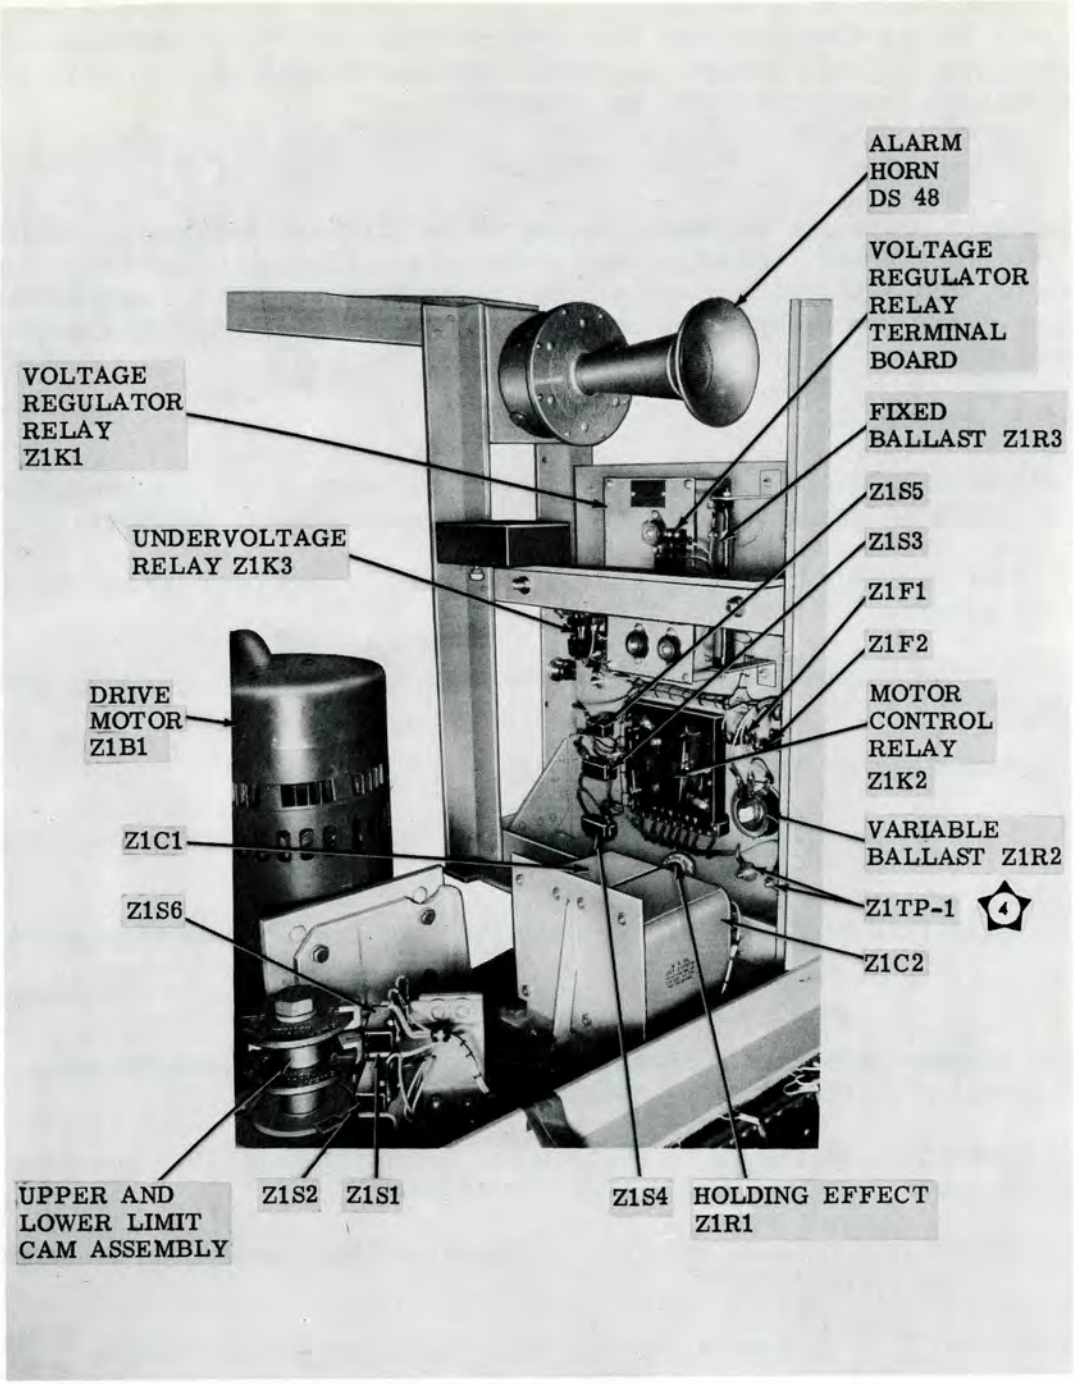
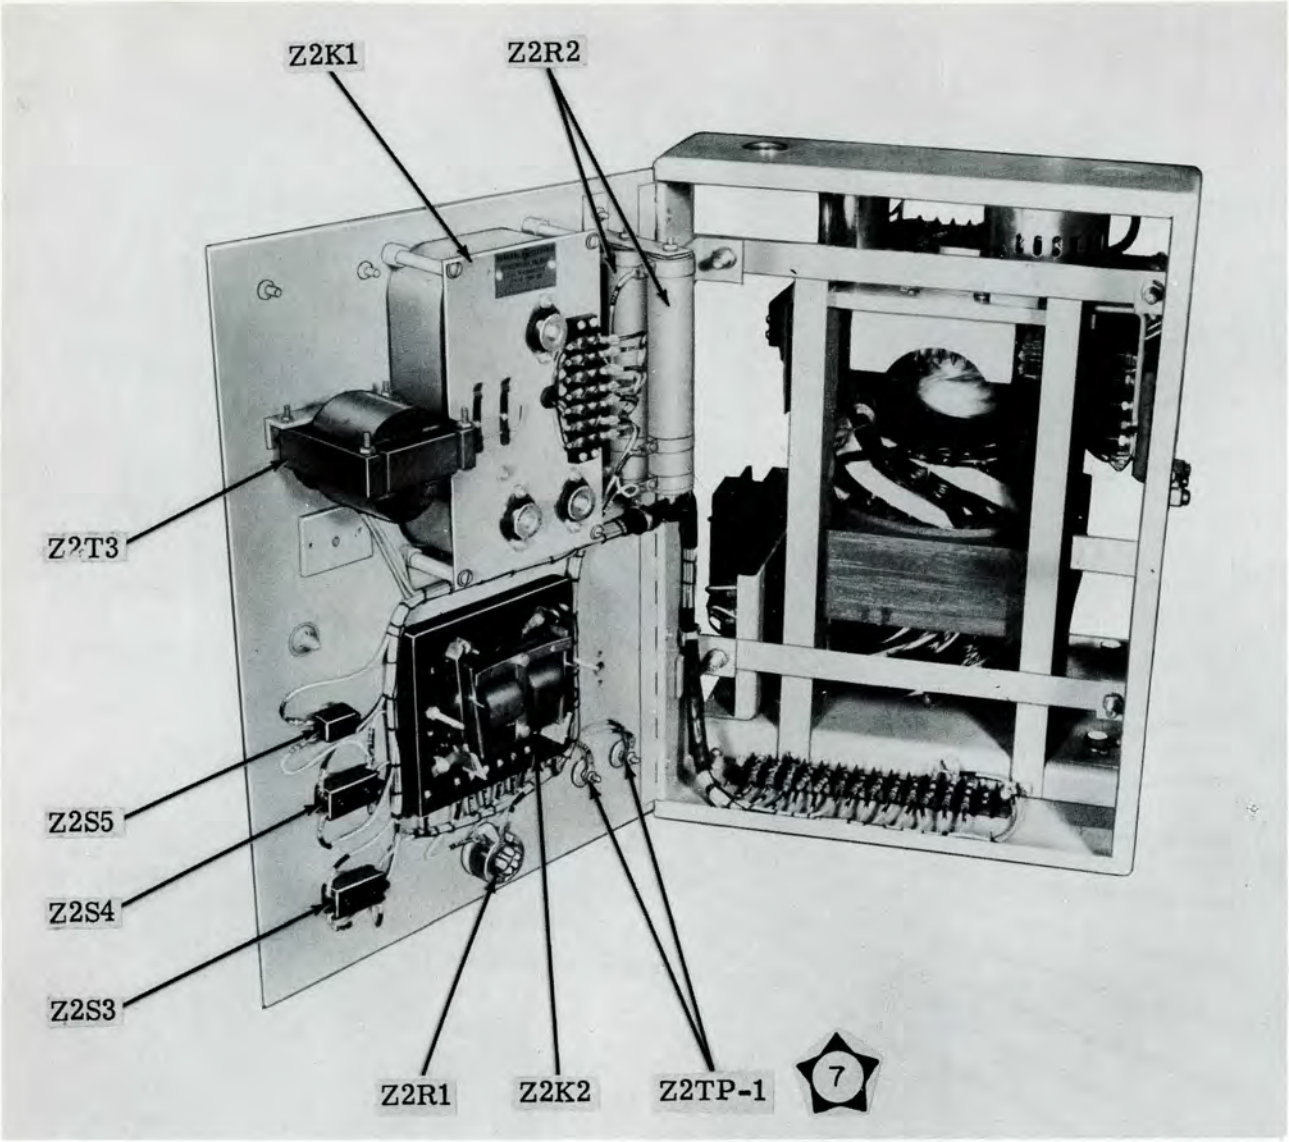

Figure 6-8. Components of Voltage Regulator Z1, Left Cabinet Section, Interior View
Figure 6-10. Components of Voltage Regulator Z2
(1) Every 30 days clean the regulator windings (figures 6-8 and 6-10) by blowing away the accumulated dust with a stream of clean, dry, compressed air.
(2) Lubricate the main worm and worm gear (directly below the drive motor) of each regulator periodically, the frequency of lubrication depending upon frequency of operation, ambient temperature, and general cleanliness of the site.
(3) HOLDING EFFECT ADJUSTMENT. - Adjustment of the HOLDING EFFECT variable resistor Z1R1 (figure 6-8) or Z2R1 (figure 6-10) becomes necessary when the regulator rotor does not turn sufficiently to bring the output voltage back to normal. If the reading obtained in step 7. of paragraph 6-6a.(2)(a) differs from that obtained in step 5. of paragraph 6-6a.(2)(a) by more than 0.5 percent of the step 5. reading, proceed as follows:
(a) Loosen lock screw on knob of Z1R1 (figure 6-8) or Z2R1 (figure 6-10) and, using 0-300 volts ac range, connect the multimeter to the VOLTMETER terminals in the regulator control panel.
(b) With the power supply energized, joggle the regulator along by means of the manual RAISE or LOWER levers on the regulator control panel until the solenoid on the regulator relay moves one of the movable contacts against its associated stationary contact. (See figures 4-6 and 4-7.) At this point, the drive motor (Z1B1 or Z2B1, figures 6-8 and 6-11) will be energized and will start to return the regulator rotor to its original position.